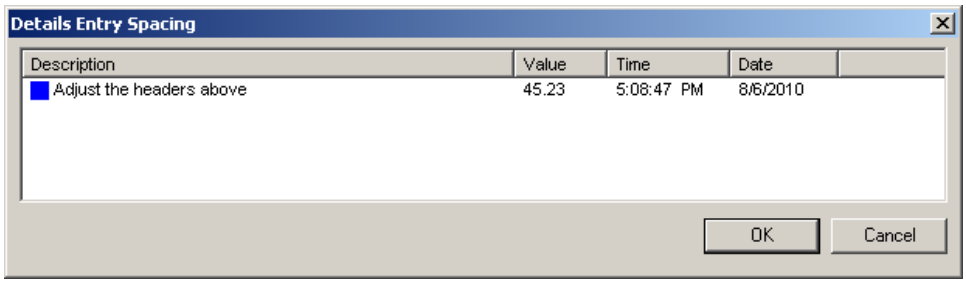

Figure L13.28 - Detail Section Column Spacing
10. Change Number of Entries to one (1), and uncheck Show Header.
11. Click on the "Spacing" button to open the **Details Entry Spacing** dialog, as depicted in Figure L13.28. This tool allows you to configure the spacing of the pen details to your liking. Fix the spacing so that all columns can be seen and there is no scroll bar at the bottom.